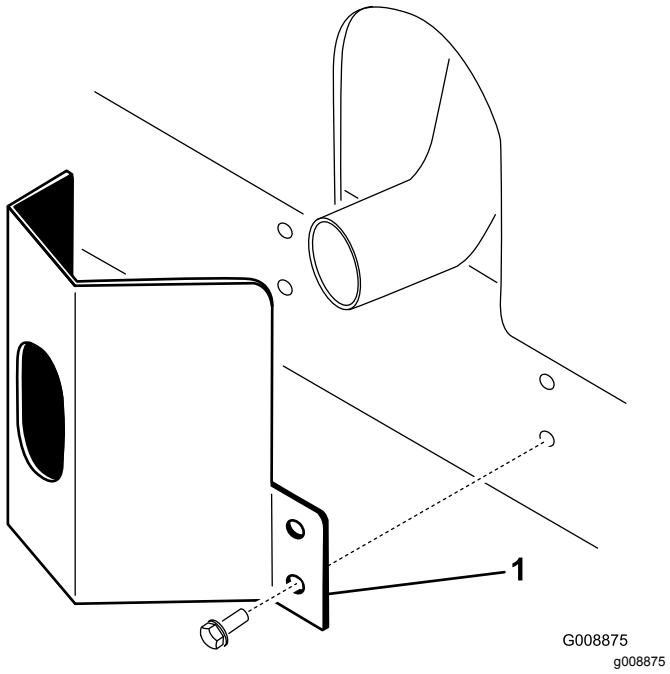

Figur 10
1. Placera avgasskyddet runt ljuddämparen och passa in monteringshålen mot hålen i ramen (Figur 10).
2. Fäst avgasskyddet vid ramen med fyra självgängande skruvar (Figur 10).